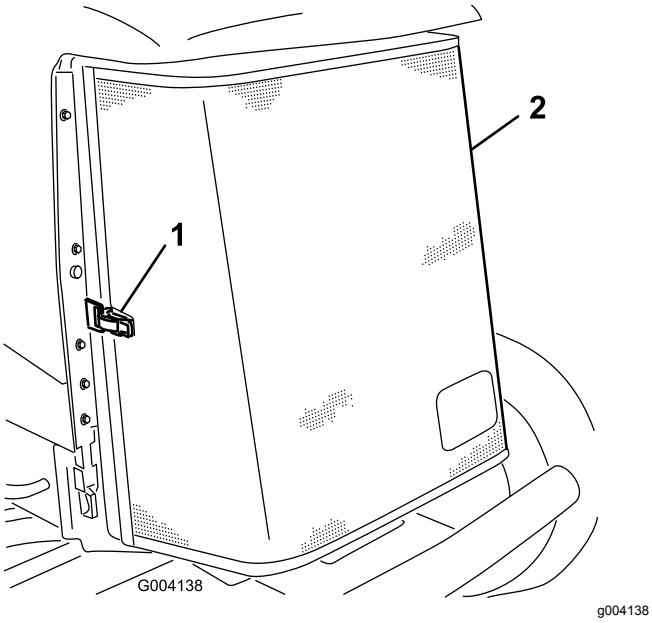

Figur 62
3. Lossa klämman och vrid upp det bakre gallret (Figur 62).